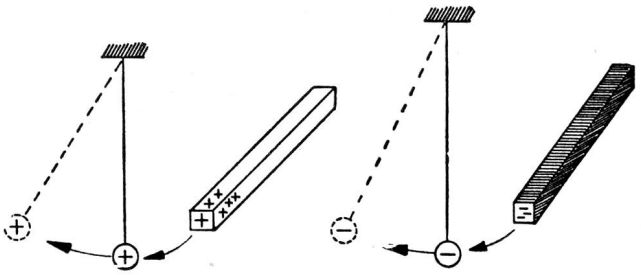

Fig. 86 Fig. 87
b) **par contact.** Approchons le bâton de verre d'une petite boule de sureau suspendue à un fil. Sitôt que l'on touche la boule elle se charge par contact d'électricité de même nom, et elle s'éloigne rapidement du bâton (fig. 86).